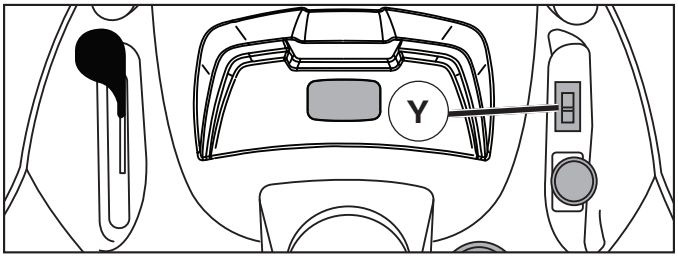

Fig. 9
CÓMO USAR EL CONTROL DEL CIERRE DIFERENCIAL (Y) (Vea Fig. 9)